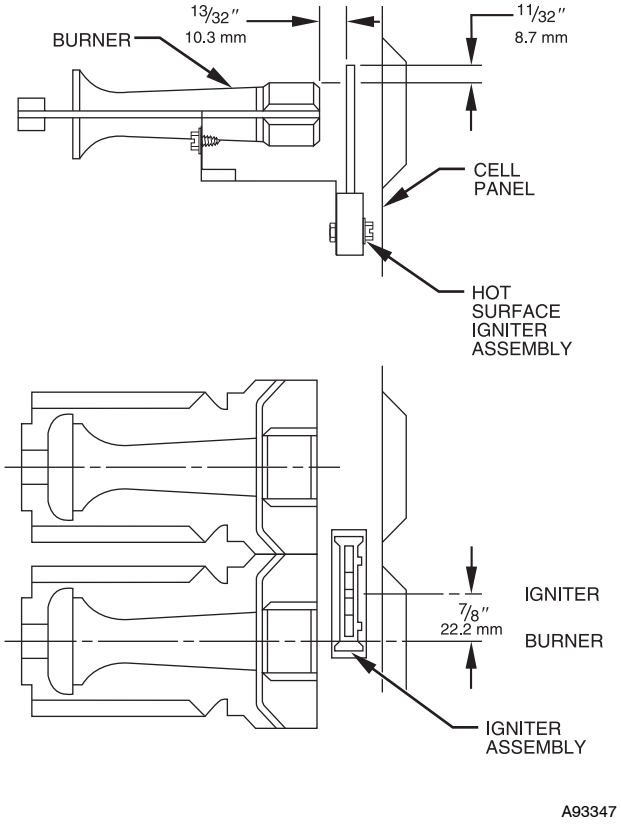

Fig. 38 - Silicon Carbide Igniters
7. For Silicon Carbide igniters, see Fig. 38.